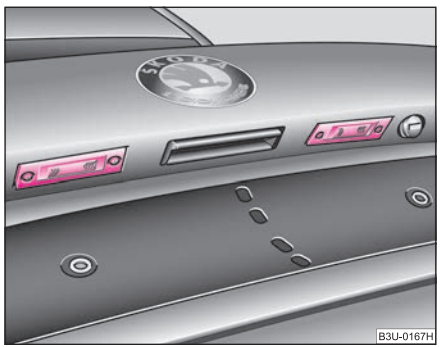

Fig. 204 Luggage compartment door Licence plate light
– Unscrew the glass cover of the light ⇒ fig. 204.